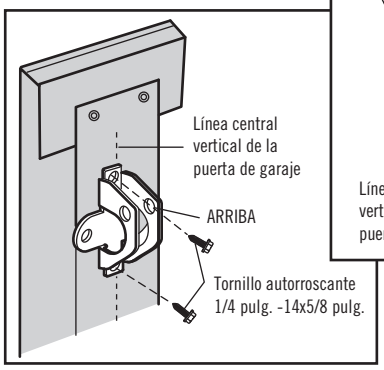

Figura 3
- Taladre los orificios de sujeción de 3/16 de pulg. Fije la ménsula de la puerta con tornillos autorroscantes. (Figura 3)